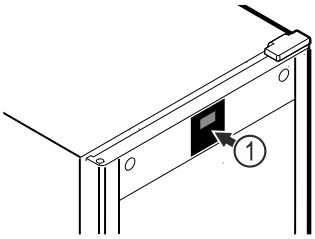

Fig. 52 Représentation à titre d'exemple
Le thermomètre a déjà été étalonné en usine (décalage de +6 Kelvin). Si la température intérieure *Fig. 52 (1)* diffère de celle affichée, vous pouvez étalonner le thermomètre.